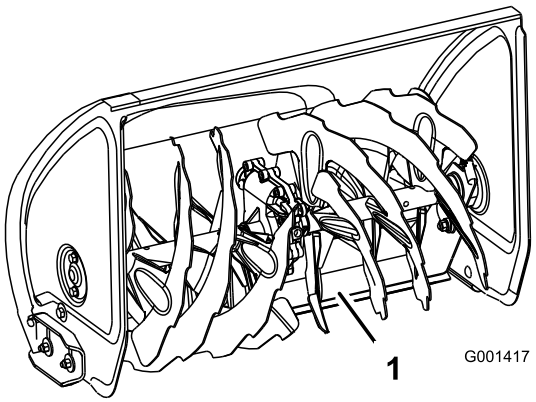

Figuur 43
4. Duw de handgrepen naar beneden zodat de kantelschraper volledig naar voren kan. Zet dan de voorkant van de machine op de grond zodat de voorrand van de kantelschraper de grond raakt (Figuur 43).